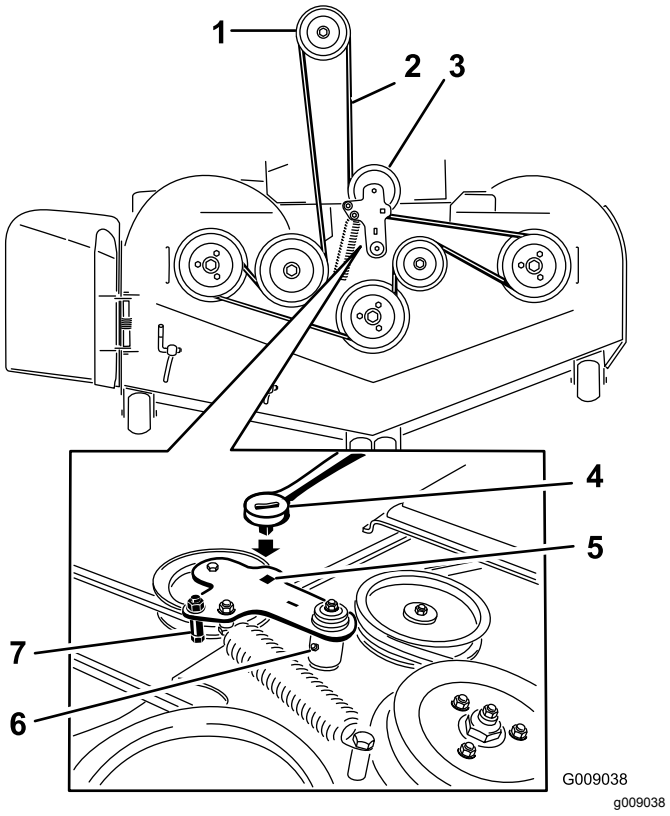

Figuur 82
7. Gebruik een ratelsleutel in de vierkante opening in de arm van de spanpoelie om de druk op de veer te verminderen (Figuur 82).
9. Verwijder de riemgeleider op de arm van de veerbelaste spanpoelie zoals getoond in Figuur 82.
11. Bevestig de nieuwe riem rond de poelies van het maaidek en de koppelingspoelie onder de motor (Figuur 82).
12. Bevestig de riemgeleider op de arm van de spanpoelie zoals getoond in Figuur 82.
13. Gebruik de ratelsleutel in de vierkante opening en plaats de veer van de spanpoelie (Figuur 82).